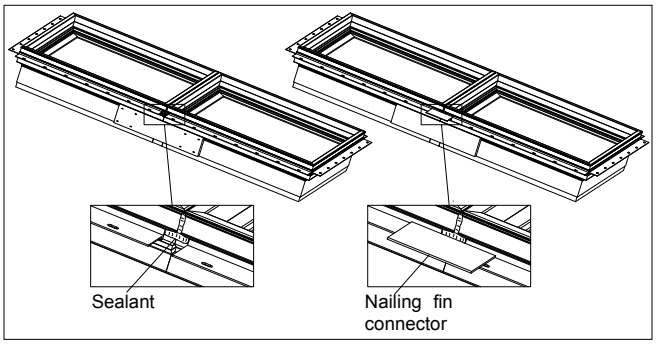

**Figure 5**
5. Apply silicone sealant at the mullion from the frame exterior edge to the drip cap/nailing fin kerf and across the kerf over the mulling pin as shown in figure 5. Apply nailing fin connectors at the head jamb and sill or jambs by removing the paper backing from the connector and pressing into place. See figure 5. If applicable jamb extension can now be applied. Follow installation instructions for installing unit into rough or masonry opening. Interior mull trim should only be applied after unit is completely installed and interior trim is applied.